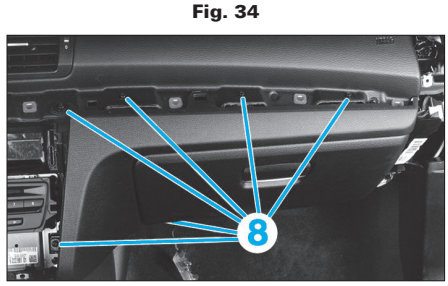

Fig. 35
• Déposer les vis (8) **(Fig.35)**.